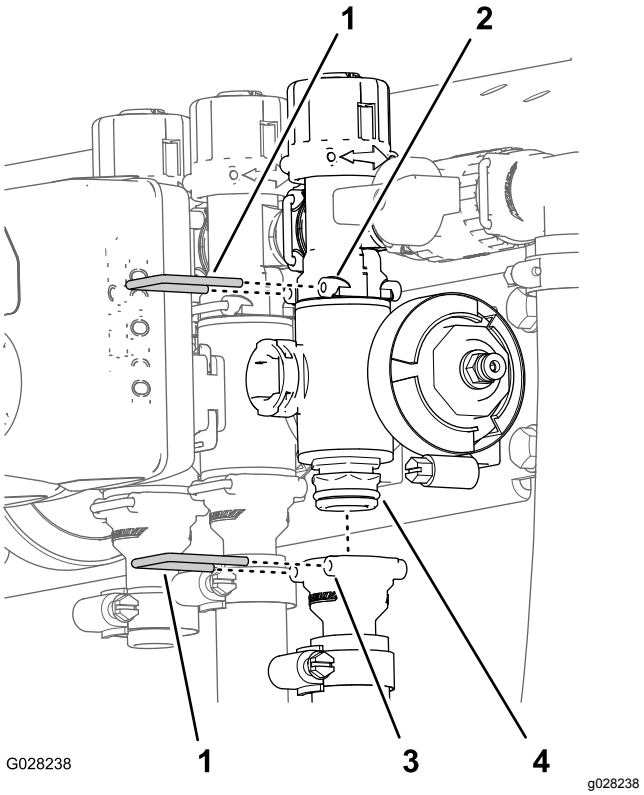

Figur 117
2. Afmonter de holdere, der fastgør udgangsstudsen til sektionsventilmanifolden og ventilmanifolden til omløbsfittingen (Figur 117).